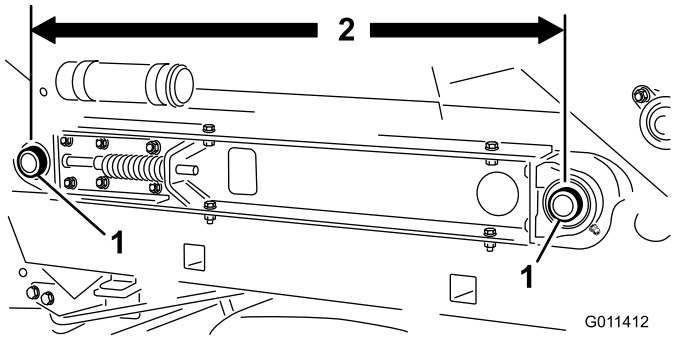

Figur 27
3. Kontrollera att mittavståndet mellan transportbandets valsaxlar (Figur 27) på varje sida av maskinen är lika långt (ca 89,5 cm).